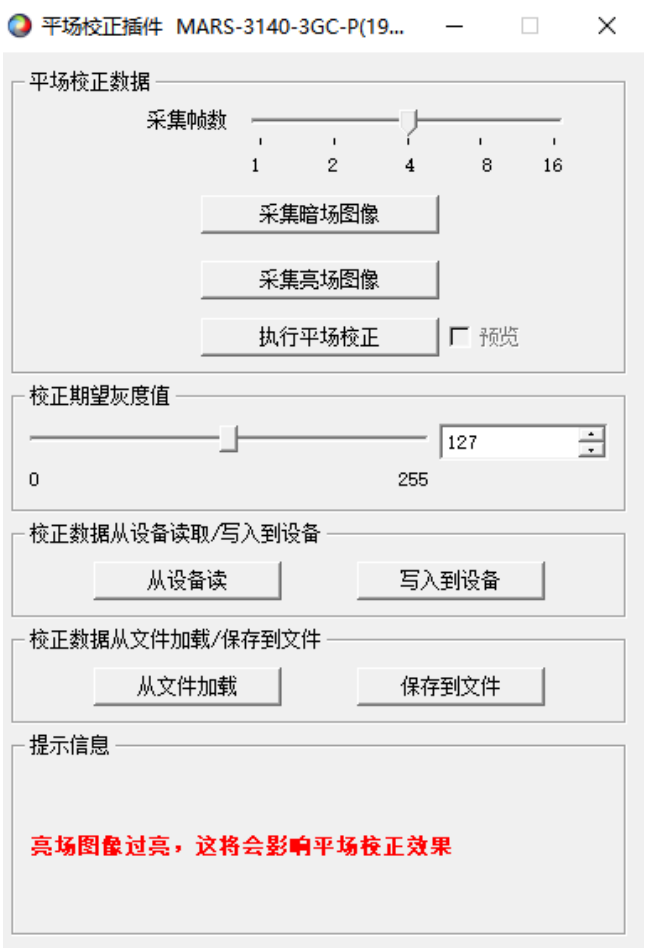

图 9-17 亮场图像过亮
5) 如果采集的亮场图像亮度大于 250 时，会在提示框中提示采集的亮场图像会影响平场校正效果，如图 9-17 所示，在这种情况下，建议您调整图像亮度在 20~ 250 之间，而后重新采集亮场图像。